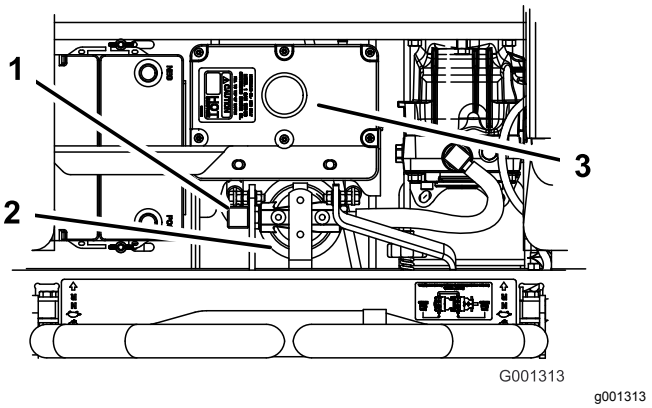

Figur 79
4. Ta bort den högra hydraulledningen som går ner i adaptern (Figur 79).
6. Montera den högra hydraulledningen på adaptern (Figur 79).